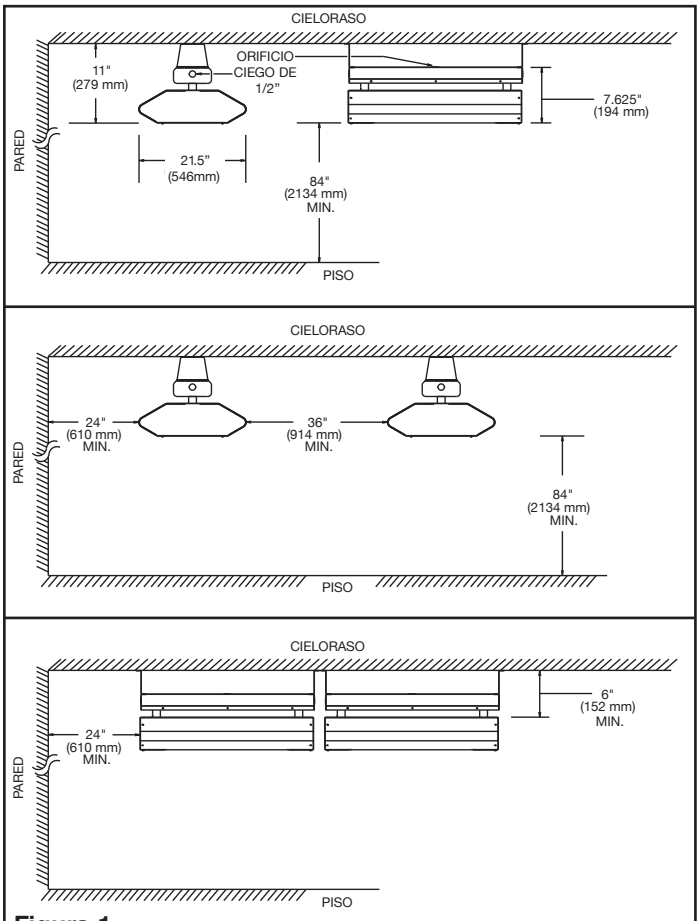

Figura 1
5. Deben mantenerse las separaciones mínimas según especificado en la figura 1. Mantener los materiales combustibles, tales como cajas, cajones, etc., alejados del calentador.
Limitaciones de montaje - Referirse a la figura 1 para las limitaciones de montaje. Observar todas las dimensiones máximas para el cieloraso, paredes, piso y material combustible.